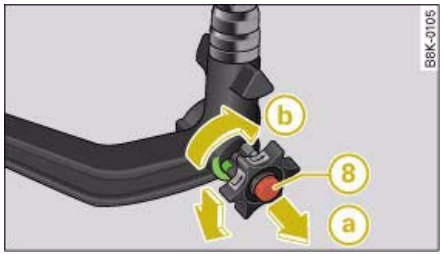

Fig. 243 Removable towing bracket: Removing the ball joint
– Take off the cover cap and insert the key (8) ⇒ fig. 243 in the lock on the knob.